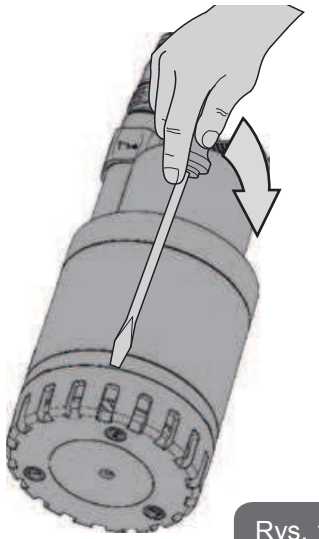

Rys. 10
- Poluzować siatkę ssania, wkładając śrubokręt pomiędzy osłonę pompy i siatkę ssania i obracając ją (rys.10).
• Poluzować siatkę ssania, wkładając śrubokręt pomiędzy osłonę pompy i sieci ssania i obracając ją (rys.10).